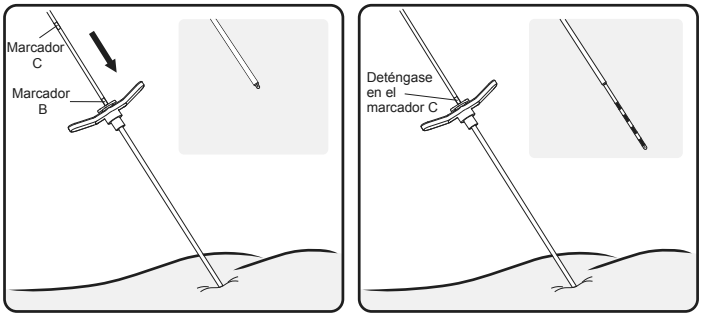

Figura 14. Haga avanzar el electrodo dentro de la vaina introductora para exponer los latiguillos.
9. Haga avanzar el electrodo dentro de la vaina introductora hasta que el marcador visual C esté alineado con el mango de la vaina introductora mientras sujeta esta en su posición. Mediante radioscopia confirme que la punta distal de la vaina está proximal a los latiguillos (**Figura 14**).